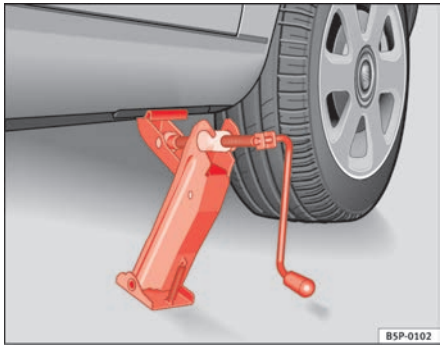

**Fig. 173 Fitting the jack**
– Align the jack so that the arm of the jack fits around the rib under the door sill and the movable base plate of the jack is flat on the ground ⇒ fig. 173.